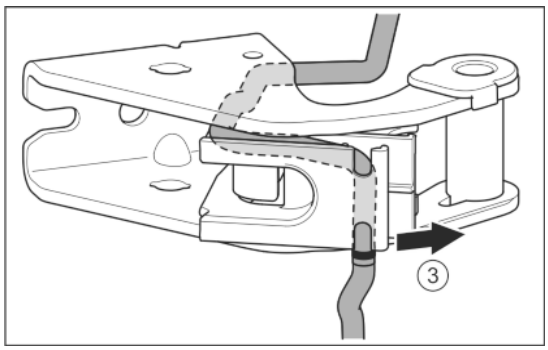

Fig. 28
▶ Remove the cable from the guide. *Fig. 28 (3)*